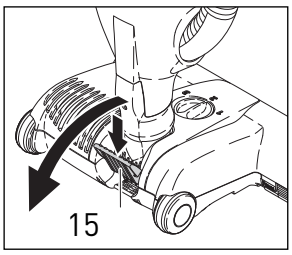

Figure 7
A. Quand la tête de la brosse est activée avec le col (figure 6) verrouillé dans sa position verticale, le rouleau à brosse ne tournera pas et le voyant marche/arrêt s'allumera en jaune. Pour sortir la tête de brosse de sa position verticale, appuyer sur la pédale (15, figure 7) et abaisser le manche pour le mettre en position de fonctionnement normal. Le rouleau à brosse commencera alors à tourner et le voyant marche/arrêt de la tête de brosse s'allumera en vert. La poignée peut se mettre en position horizontale pour nettoyer sous le lit.